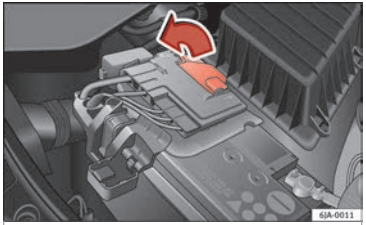

Fig. 211 Battery: Opening the cover.
– Open the battery cover in the direction indicated by the arrow ››› Fig. 211.